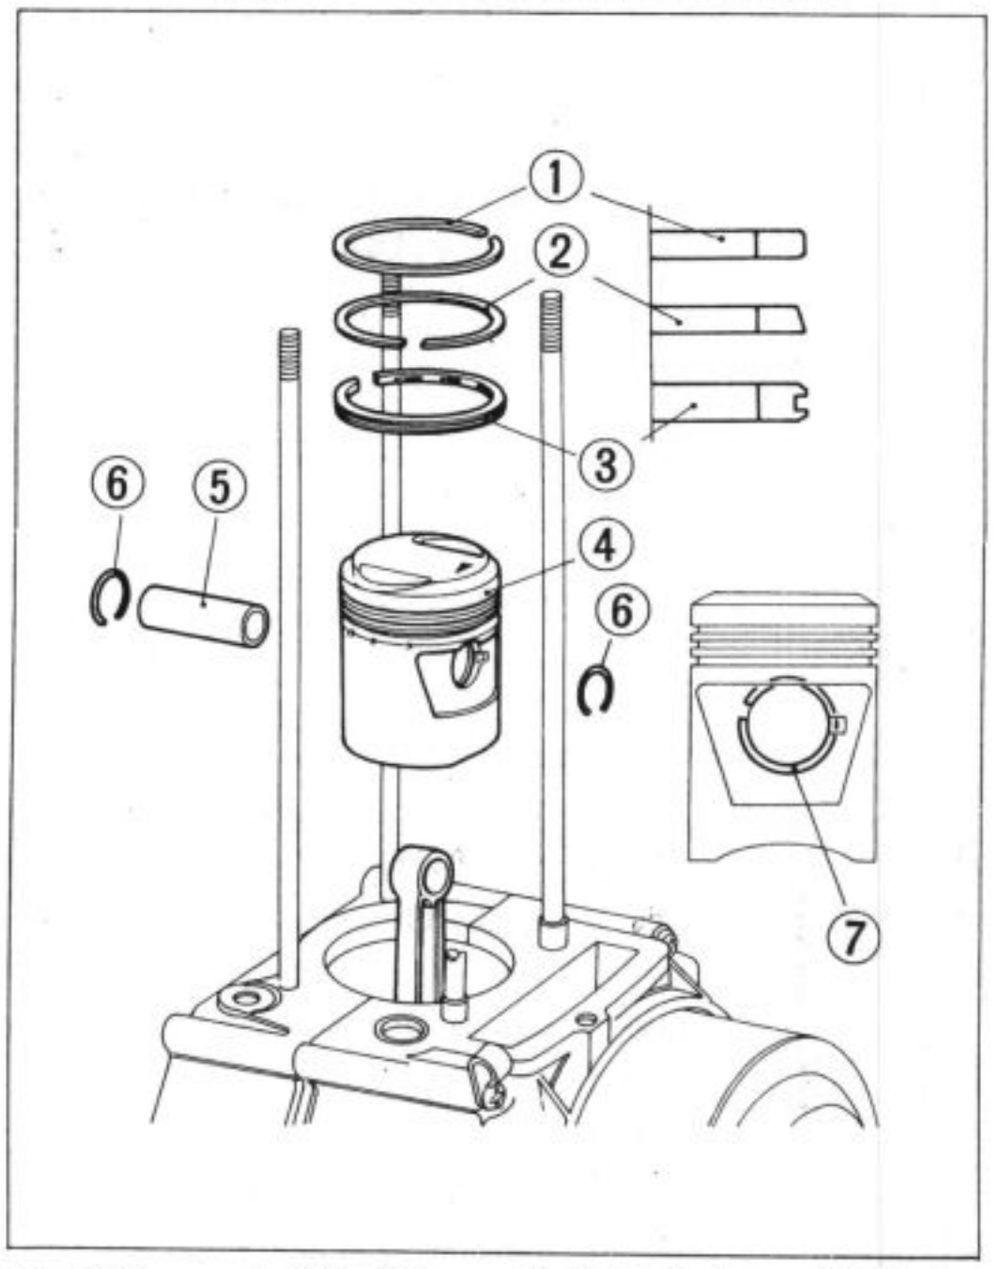

Fig. 3-16 1. Top ring 2. Second ring 3. Oil ring
b. Install the piston pin clips as shown in Fig. 3-16.